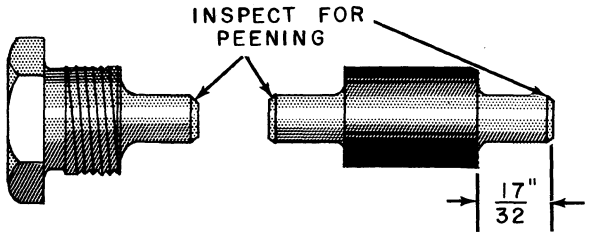

Fig. H-40 Plug and Plunger
2. The distance from the ends of the plunger to the center section must not vary more than 1/64" from the dimension shown in Fig. H-40. Shortness on the end of the plunger towards the pressure line end of the interlock block would cause vibration in the system during the lowering operation. This could only be corrected by replacing the plunger or by reversing it end for end.